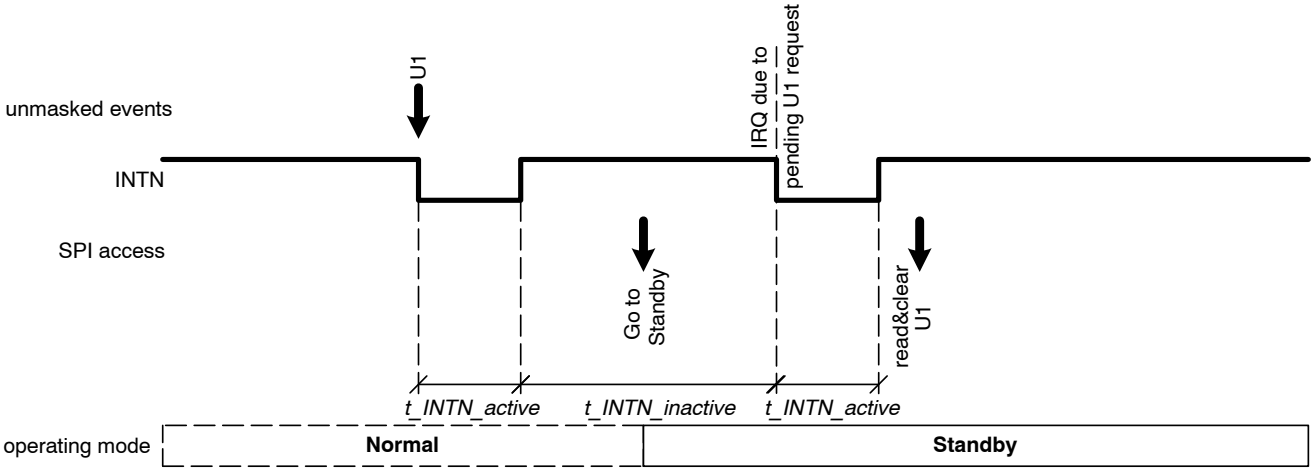

Figure 18. Transition to Standby Mode with a Pending Interrupt Request
- All event flags are preserved when transitioning from Normal to Standby mode. If Standby mode is requested while an un−masked interrupt is pending, a new interrupt request is issued according the *t_INTN_inactive* timing − see Figure 18.